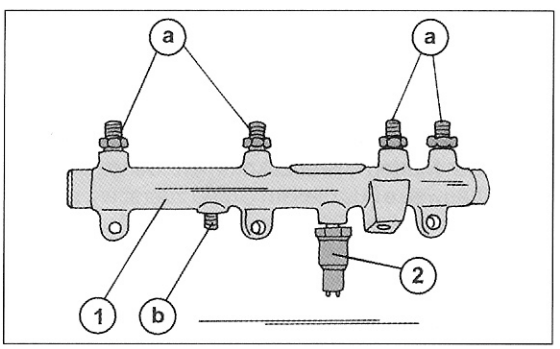

Bild 177
- Die Hochdruckpumpe (1) ist mit einem so genannten Deaktivator (2) für den dritten Kolben der Pumpe versehen.
- Ein Hochdruck-Kraftstoffdruckregler (3) ist an der gezeigten Stelle montiert, und reguliert, wie der Name besagt, den Druck in der Pumpe und im verbleibenden System.
- Der Leitungsanschluss (a) ist der Kraftstoffauslass von der Pumpe zum „Common-Rail"-Kraftstoffverteiler in Bild 177. Übermäßig geförderter Kraftstoff gelangt über den Anschluss (b) wieder zum Kraftstofftank zurück, wird aber vorher im Kraftstoffkühler abgekühlt. Der Kraftstoff gelangt über den Anschluss (c) in die Hochdruckpumpe. Zu beachten ist, dass der in der Pumpe eingeschraubte Anschluss der Leitung (a) nicht ausgeschraubt werden darf, da andernfalls Störungen in der Pumpe auftreten können.